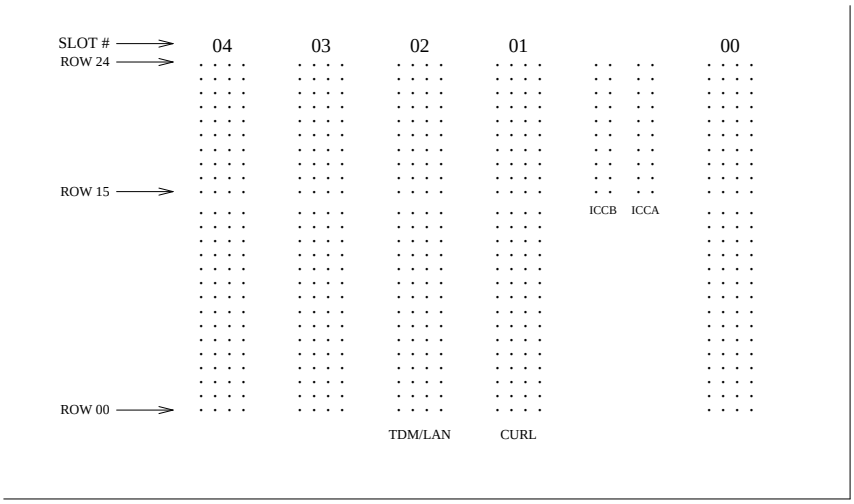

Figure 3-38. ICC Connections for Expansion Control Carrier
11. Connect the ICC cables (H600-204 G1) to the ‘‘A’’ carrier using Table 3-10 and Figure 3-38 at the pin-field block marked ‘‘ICC.’’ Each cable is installed so that the dark red, blue, or purple stripe (depending on the supplier) is on the bottom at both ends.